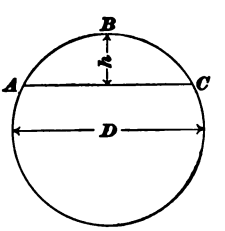

FIG. 49.
83. To find the area of a segment of a circle (a **segment** of a circle is the area included between a chord and its arc; for example, the area *A B C*, Fig. 49) when its chord and height are given. There is no exact method, except by applying principles of trigonometry. The following rule gives results that are exact enough for practical purposes.
The rule, expressed as a formula, is as follows, where D = the diameter of the circle and h = the height of the segment (see Fig. 49):
NOTE.—Had the chord *A C*, Fig. 49, been given instead of the diameter, the diameter would have been found as explained in Art. **75.**